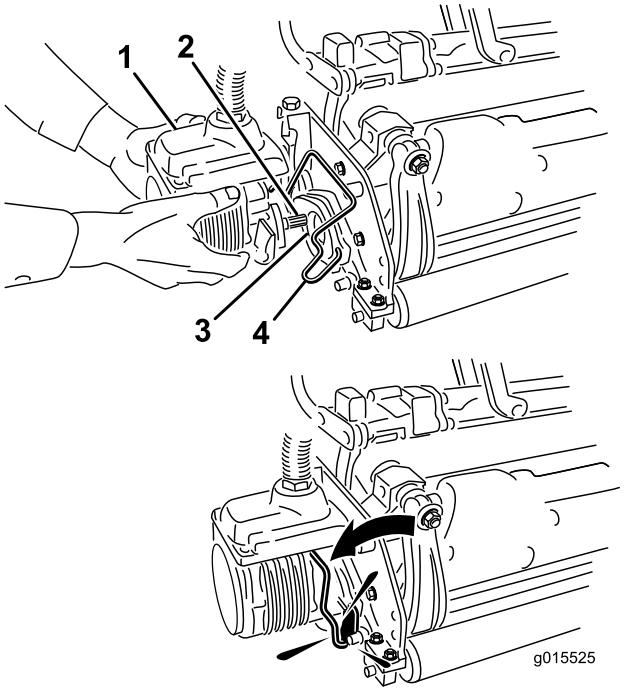

**Figuur 15**
11. Smeer schoon vet op de sleufas van de motor van het maaidek (Figuur 15).
12. Steek de motor in de linkerkant van het maaidek (gezien vanuit de bestuurdersstoel) en trek de motorbevestigingsstang op het maaidek in de richting van de motor totdat u aan beide kanten een klik hoort (Figuur 15).